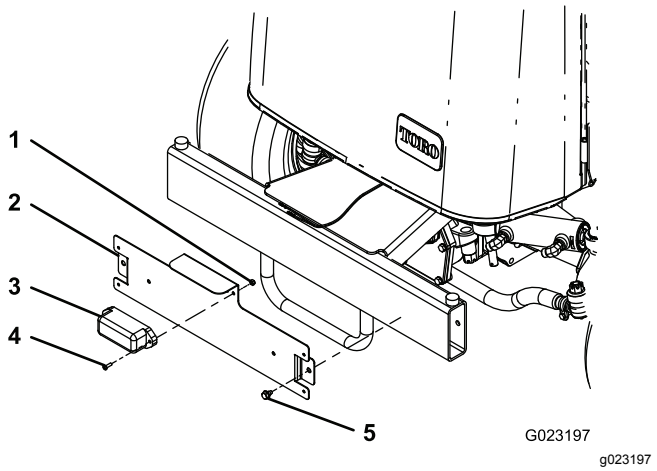

Figura 21
1. Monte a luz da placa no suporte da matrícula com dois parafusos (n.º 10 x ⅝ pol.) e duas porcas de bloqueio (Figura 21).
2. Monte o suporte da placa de matrícula no para-choques traseiro com dois parafusos autorroscantes (5/16 pol. x ½ pol.). como se mostra na Figura 21.
Nota: Coloque o suporte da placa de matrícula como se mostra na Figura 21.